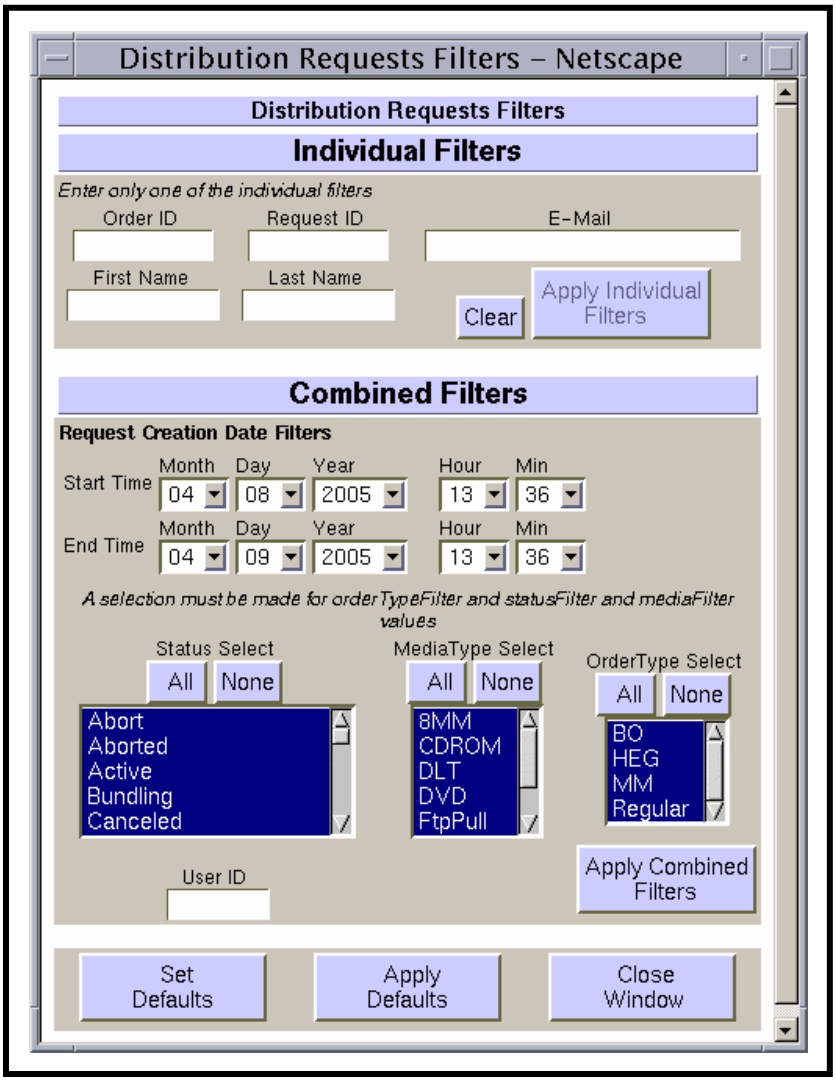

Figure 33. Distribution Requests Filters Pop-Up Window
- A **Distribution Requests Filters** pop-up window (Figure 33) is displayed.